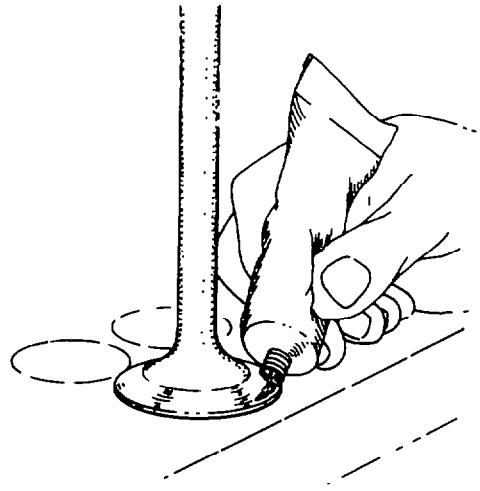

Fig. 42 — Applying Lapping Compound
d. Remove the valve from the head and apply lapping compound on the seating surface (see fig. 42).